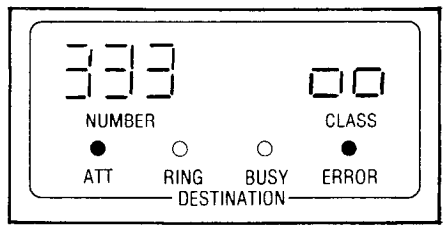

Fig. 359-1
• DESTINATION display shows "00" in CLASS, ATT and ERROR lamp lit (Fig. 359-1)